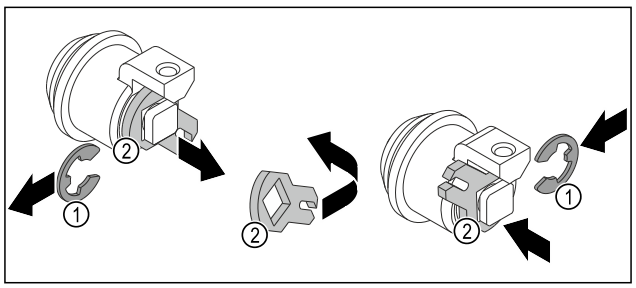

Fig. 15
▶ Extrageți inelul de siguranță *Fig. 15 (1)*.
▶ Detașați cârligul de închidere *Fig. 15 (2)*, răsuciți-l și introduceți-l la loc.
▶ Introduceți inelul de siguranță *Fig. 15 (1)*.